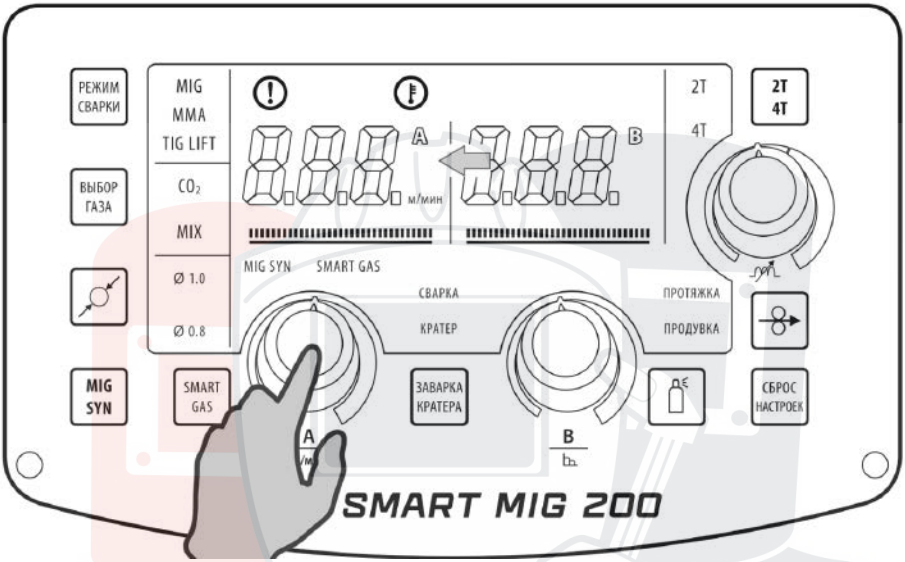

Рис. 12.1.2 Установка силы тока.
**5.** Установите необходимое значение силы тока (См. рис. 12.1.2). Сила тока выбирается в зависимости от толщины свариваемого металла и диаметра неплавящегося электрода (См. табл. 12.11.3).